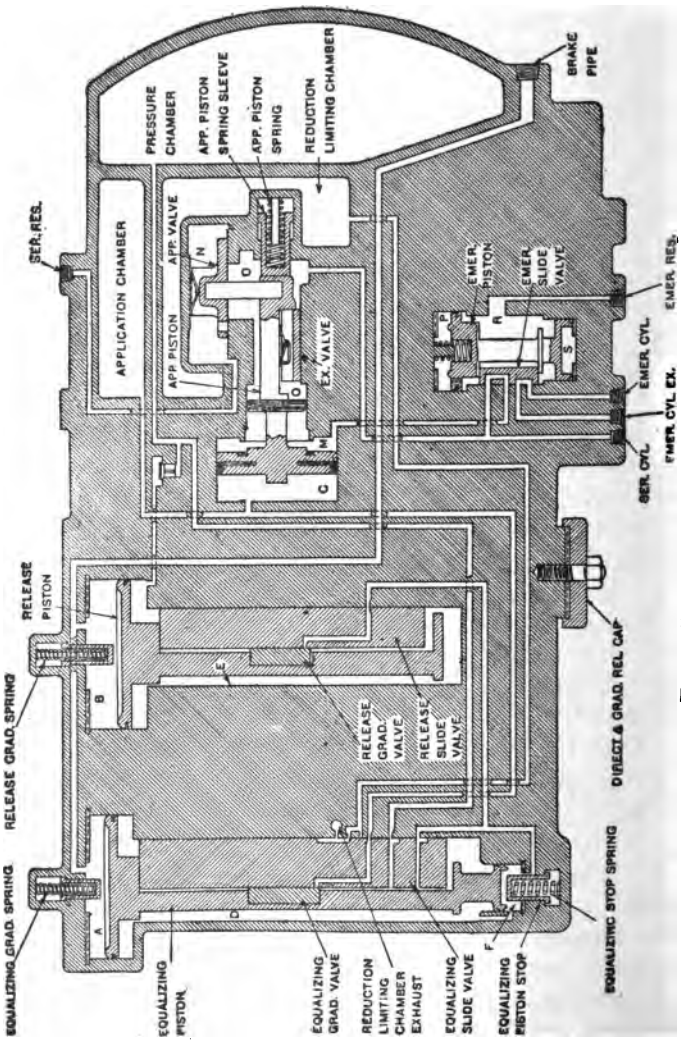

FIG. 135. SERVICE LAP POSITION.
A. The pistons and graduating valves will move down until the shoulder on the piston stem strikes the slide valve to *Service Lap* position. This closes communication between the *pressure chamber* and the *application chamber*, and holds whatever pressure there is in chamber *C* and the *application chamber*. As soon as the pressure in the service brake cylinder and chambers *C* and *M* is slightly above that held in chamber *C*, the application piston will move back and close communication between the service reservoir and service brake cylinder as shown in Fig. 135.